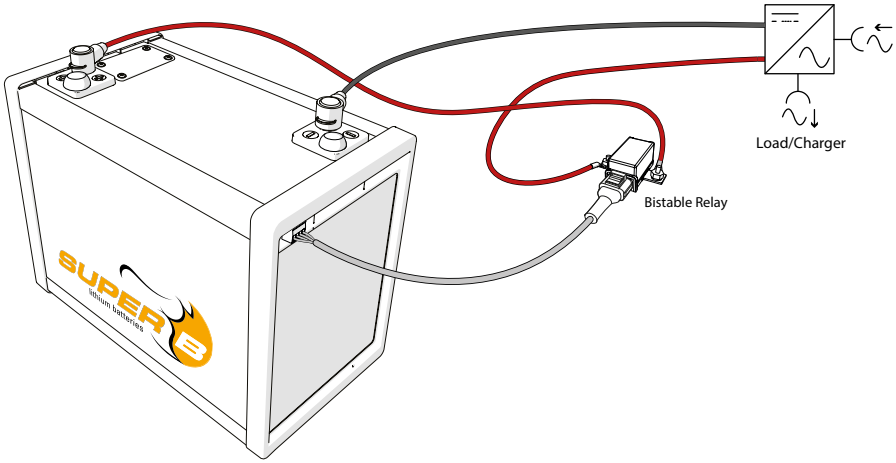

Abbildung 5. Anschluss eines Kipp-Relais als externe Abschaltvorrichtung
1. Wenn Sie ein Kipp-Relais verwenden, schließen Sie es an den Ausgang Con1 an, wie in Abbildung 5 dargestellt.